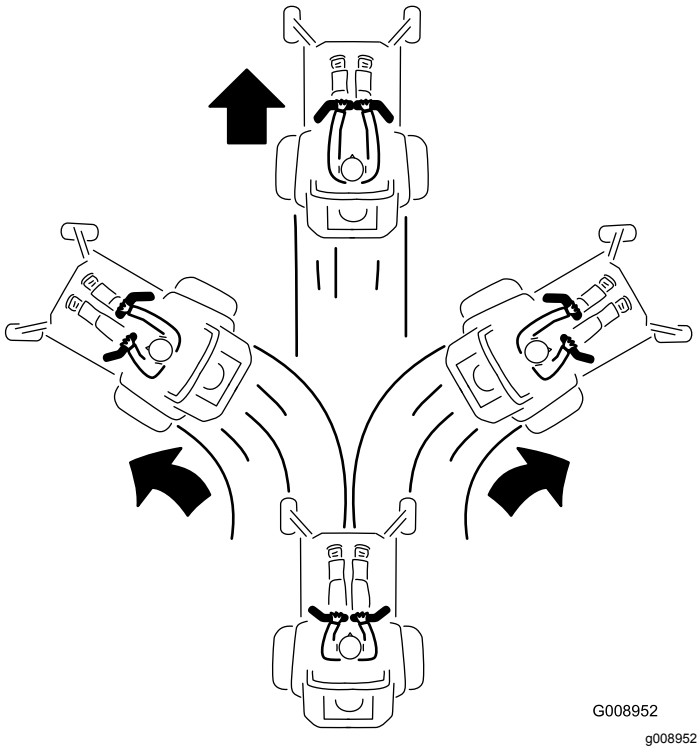

Figur 23
3. Kör framåt genom att försiktigt föra rörelsereglagespakarna framåt (Figur 23).